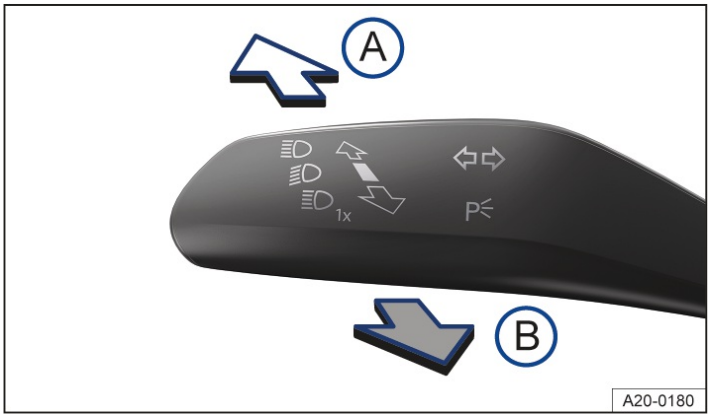

Fig. 1 On the left-hand side of the steering column: turn
3. Push the turn signal and main beam lever forwards from the centre position → *Fig. 1*.
1. Pull the turn signal and main beam lever to the rear from the centre position → *Fig. 1*.
1. Pull the turn signal and main beam lever to the rear from the centre position and hold it → *Fig. 1*.